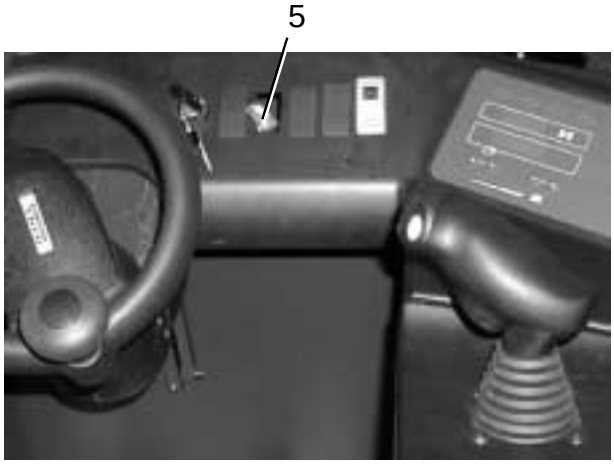

Fig. 2 1/0083
Remark: On the first vehicles, the diagnosis socket X99 (5) was located in the area of the key switch behind a cover (Fig. 2).